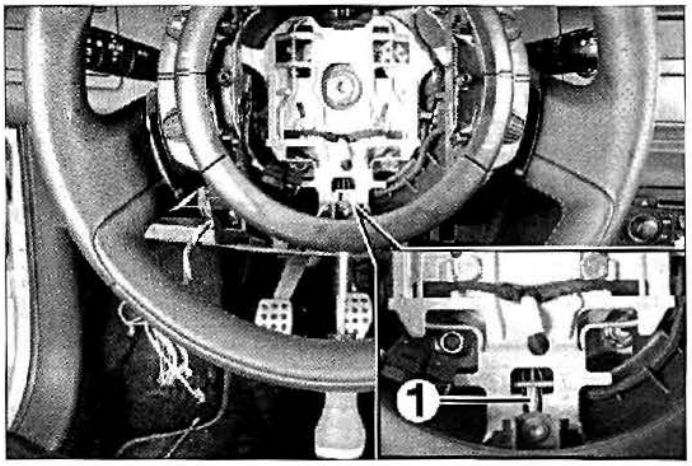

FIG. 1
• Desconectar la batería y esperar el tiempo necesario. Con un destornillador protegido (con un trozo de cinta adhesiva por ejemplo), desbloquear el muelle de sujeción (1) por simple presión **(fig. 1)**.